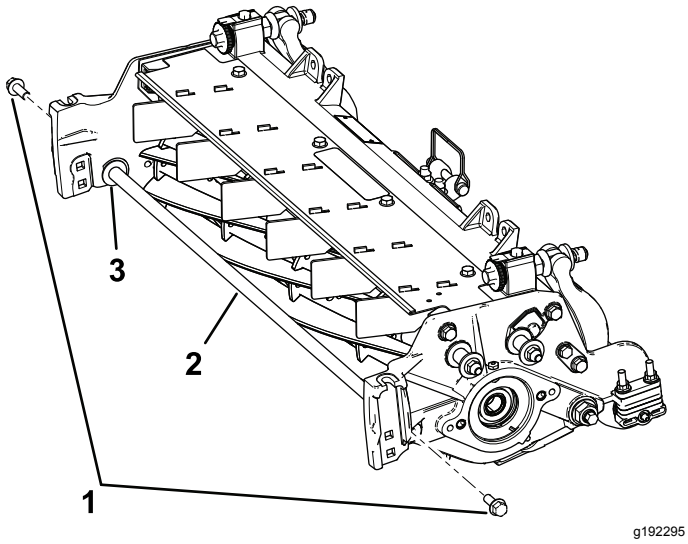

Figura 5
9. Retire os dois parafusos de cabeça flangeada e anilhas que prendem a barra de suporte e retire a barra (Figura 5).